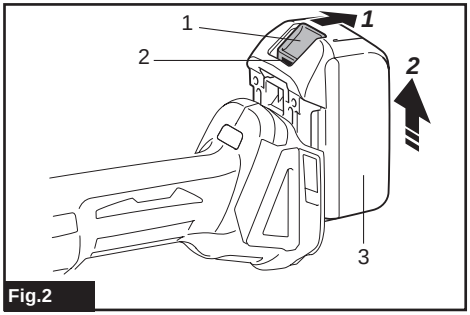

Fig.2
► **Fig.2:** **1.** Button **2.** Red indicator **3.** Battery cartridge